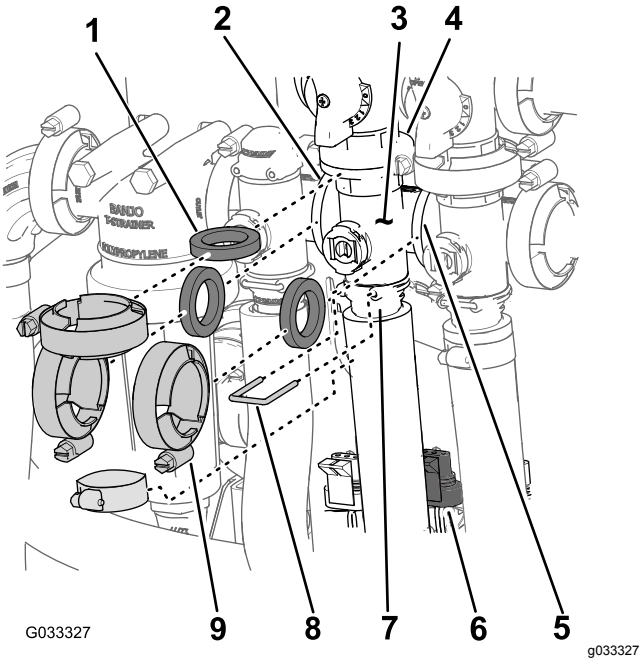

**Figuur 64**
1. Verwijder de klemmen en pakkingen waarmee de verdeler voor de mengklep (Figuur 64) bevestigd is aan de mengomloopklep, de regelklep voor de gebruiksdosis, de hoofdklep van de spuitbomen en de adapterfitting (mengdosisklep).
2. Verwijder de borgclip waarmee de uitgaande fitting aan de verdeler voor de mengklep is bevestigd (Figuur 64).